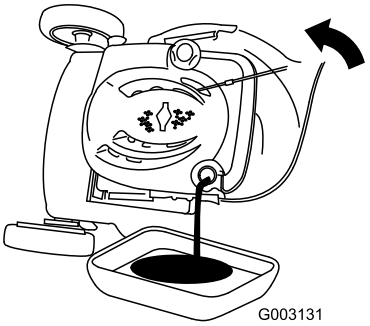

Rysunek 37
7. Przechyl maszynę na bok, z szyjką wlewu oleju skierowaną do dołu, aby spuścić zużyty olej przez szyjkę wlewu do miski drenażowej (Rysunek 37).